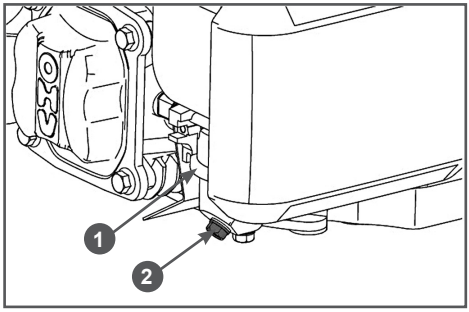

Рис. 24 Слив топлива из карбюратора
1. Установите под карбюратор 1 подходящую емкость (Рис. 24).
2. Открутите болт 2 сливного отверстия и слейте топливо из поплавковой камеры карбюратора в приготовленную для этого ёмкость (Рис. 24).